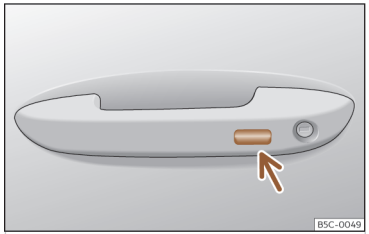

Fig. 83 Manecilla de la puerta: superficie sensora.
- **O BIEN:** mediante el sistema Keyless Access (sólo cierre): Mantenga un dedo durante algunos segundos sobre la superficie sensora de bloqueo ››› **fig. 83** (flecha) de la manecilla de la puerta para que se cierren las ventanillas y el techo. Si deja de tocar la superficie sensora se interrumpe la función de cierre.
Mantenga un dedo durante algunos segundos sobre la superficie sensora de bloqueo ››› **fig. 83** (flecha) de la manecilla de la puerta para que se cierre el techo. Si deja de tocar la superficie sensora se interrumpe la función de cierre.